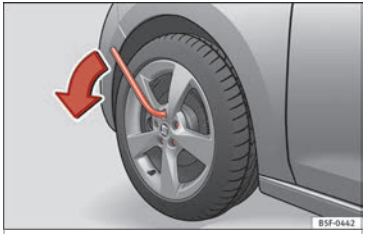

Fig. 157 Changing a wheel: loosen the wheel bolts.
– Grasp the box spanner by the end turn it about one full turn to the **left** ››› **Fig. 157**.